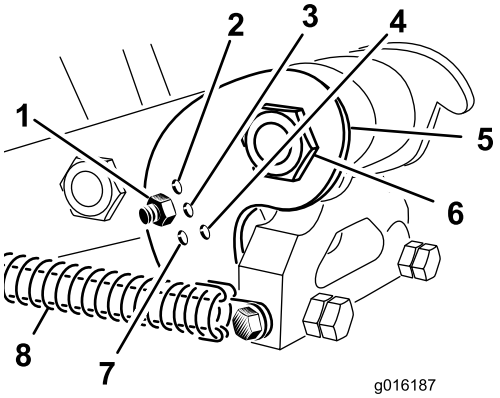

**Figur 37**
Ställ in det böjda fästet (Figur 37) i rätt läge baserat på längden på de luftarpinnar som ska användas. Huvudstoppet ställs in på ett av fem förinställda lägen genom att man väljer vilket hål som justeringsstången ska sitta fast i. Hålen är endast förinställda värden; det kan t.ex. hända att du får bättre resultat med en 25 cm-luftarpinne i 30 cm-läget, beroende på det aktuella användningsområdet.
3. Frigör fjäderspänningen till luftarpinnshuvudet (Figur 37).
4. Ta bort muttern och skruven i justeringshålen i det böjda fästet (Figur 37).
5. Rotera det böjda fästet tills det är inriktat mot önskat hål i armen och sätt i skruven och muttern (Figur 37).